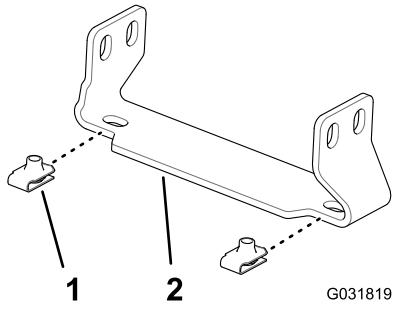

Rysunek 152
1. Załóż 4 nakrętki zaciskowe (część Toro nr 94-2413) na 2 wsporniki pokrywy środkowej sekcji (część Toro nr 131-3703-03) w sposób pokazany na (Rysunek 152).